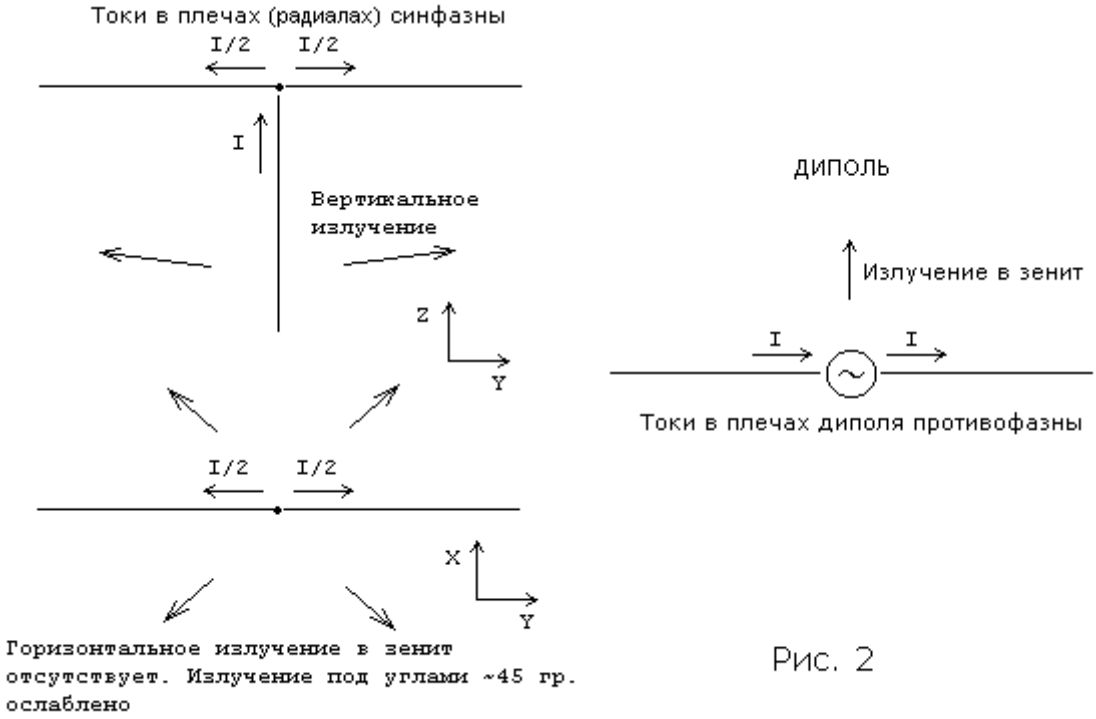

Рис. 2
Антенна подвешена на высоте 25 м (8-ми этажный дом). Антенна очень проста в изготовлении и исполнении - чуть сложнее обычного диполя. По виду напоминает перевернутую “Граунд-плейн” (GP) с двумя радиалами, и, хотя ее уже нельзя назвать GP в полном смысле слова (см. [2]), принцип работы ее горизонтальной части схож с принципом работы радиалов в GP с противовесами (радиалами) и поясняется рисунком **(рис. 2).**